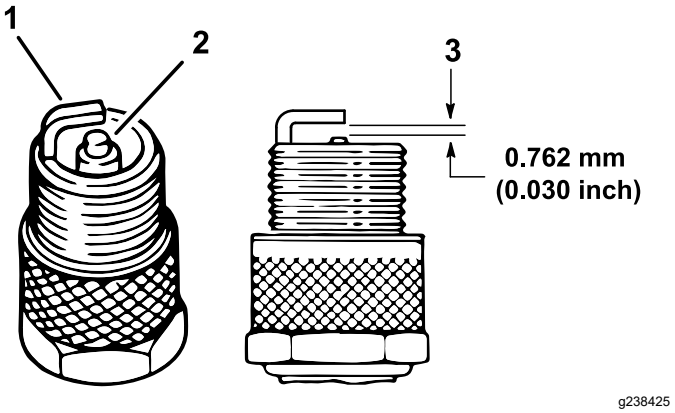

Figur 35
4. Kontroller sideelektrodens, midterelektrodens og midterelektrodens isolators tilstand for at sikre, at disse ikke er beskadiget (Figur 35).
5. Indstil gnistgabet mellem midten og siden af elektroderne til 0,762 mm som vist i Figur 35.